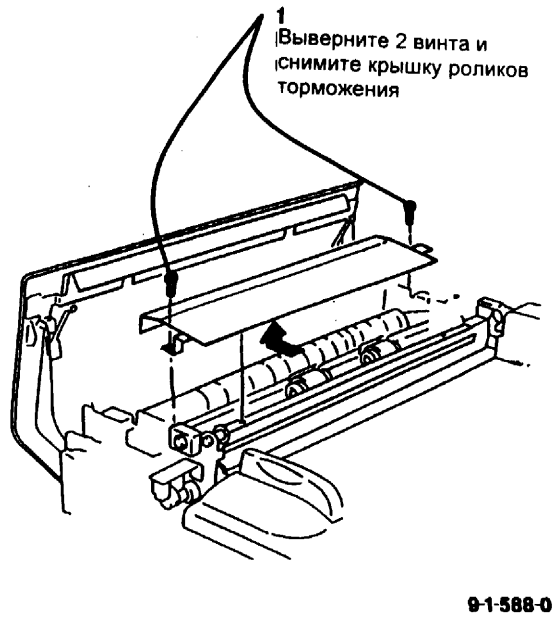

Рис. 1 Снятие крышки роликов торможения
2. (Рис. 1) Снимите крышку роликов торможения.